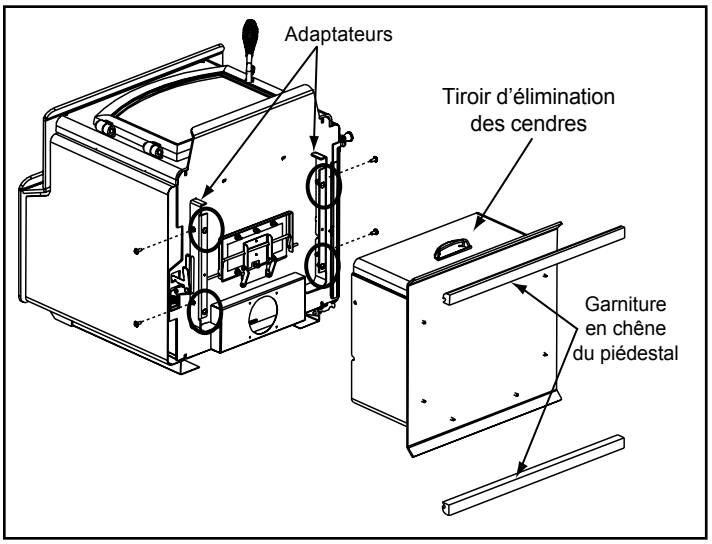

Figure 23.1
1. Enlevez les vis de l'adaptateur et glissez le piédestal par-dessus l'adaptateur placé sur le fond du poêle. **Figure 23.1.**